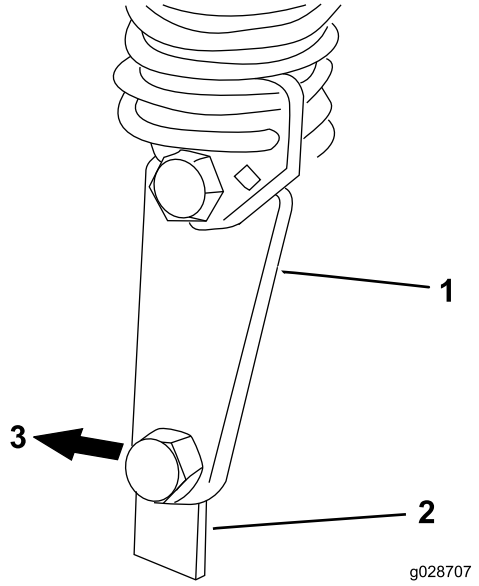

**Figure 16**
7. Démarrez le moteur et relevez le cadre. Fixez le bras du ressort d'équilibrage au support de ressort du plateau de coupe avec le boulon à épaulement et le contre-écrou retirés précédemment (Figure 16).